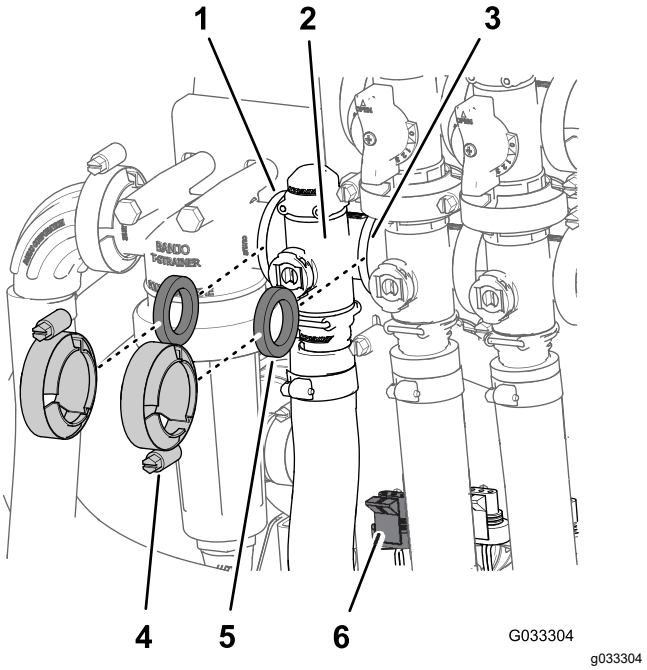

Figura 68
1. Remova as braçadeiras e juntas que prendem o coletor da válvula de controle de taxa (Figura 68).